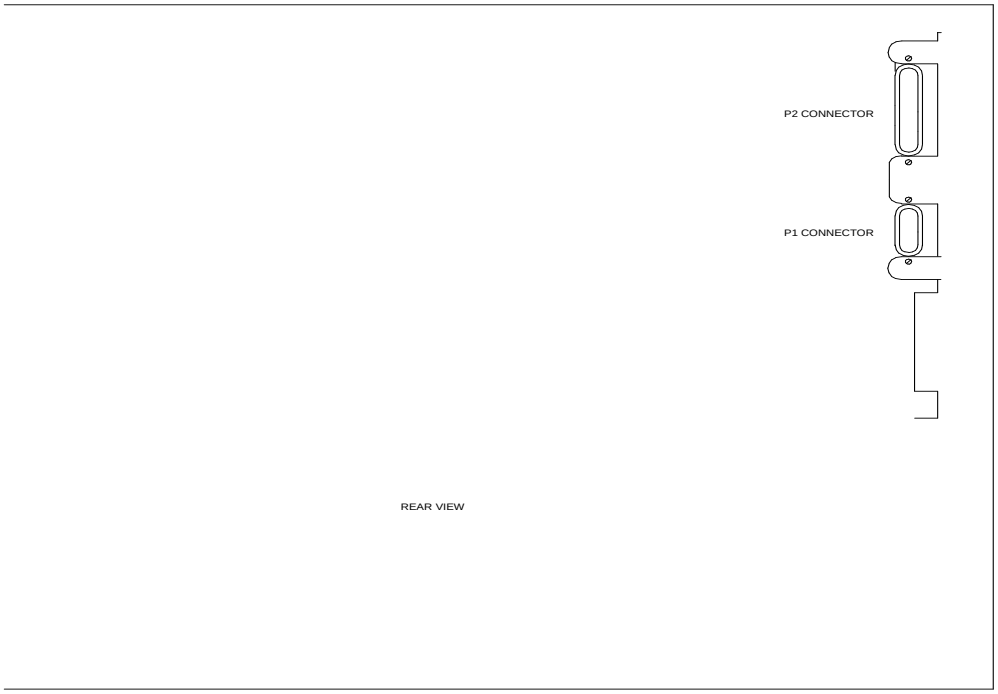

Figure 2-36. Location of P1 and P2 Connectors on DEFINITY Carrier
3. Connect the ‘‘P2’’ and “P1’’ (large and small) connectors to the ‘‘A’’ carrier. If necessary, to get enough slack in the cables, cut the tie wrap holding the intercabinet cables from the upright in the area of the carrier being installed. Snap the connector lock into place to ensure that the connection is properly made (see Figure 2-36).